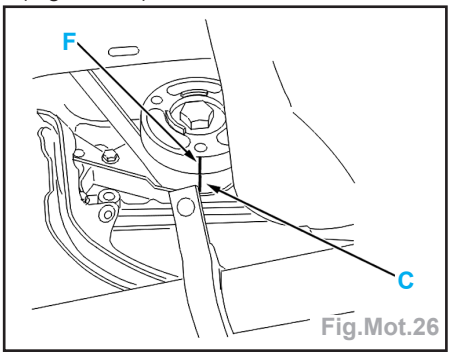

Fig.Mot.26
- La courroie est munie de 3 repères (C) - (D) - (E), respectivement en regard des dents (1) - (52) - (72) de la courroie.
- Aligner le repère (C) de la courroie avec la rainure (F) du pignon de vilebrequin (Fig.Mot.26).